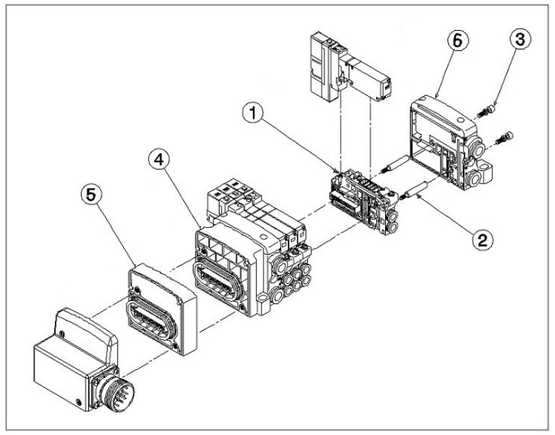

Abbildung 18
6.2 Hinzufügen von Stationen zur Mehrfachanschlussplatte (siehe Abbildung 18)